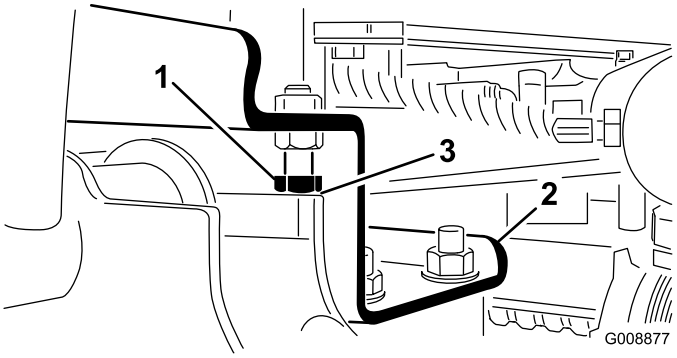

Figura 26
A. Afloje los pernos de bloqueo y ajuste el cilindro para obtener la holgura necesaria (Figura 26).
2. Compruebe que la holgura entre cada brazo de elevación y el perno de tope es de 0,005 a 0,040 pulgadas (0,13–1,02 mm) (Figura 26).